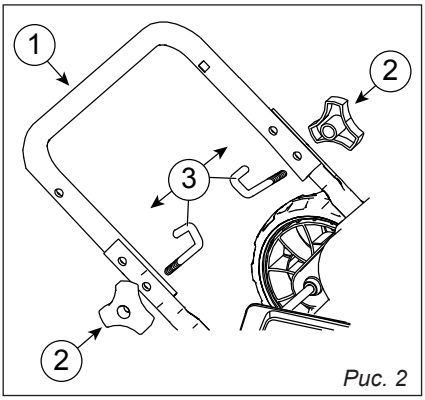

Рис. 2
6.1. Монтаж нижней части ручки *(рис. 2)*